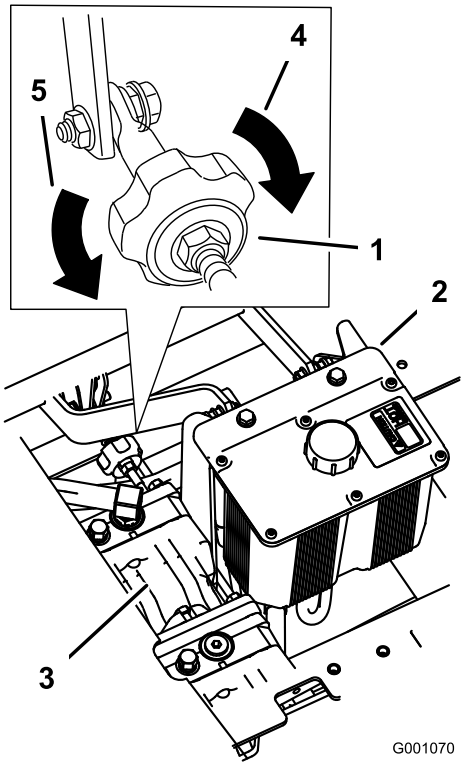

Figur 57
4. For å få maskinen til å gå til høyre, drei knotten mot høyre side av maskinen. Se Figur 57.
5. For å få maskinen til å gå til venstre, drei knotten mot venstre side av maskinen. Se Figur 57.